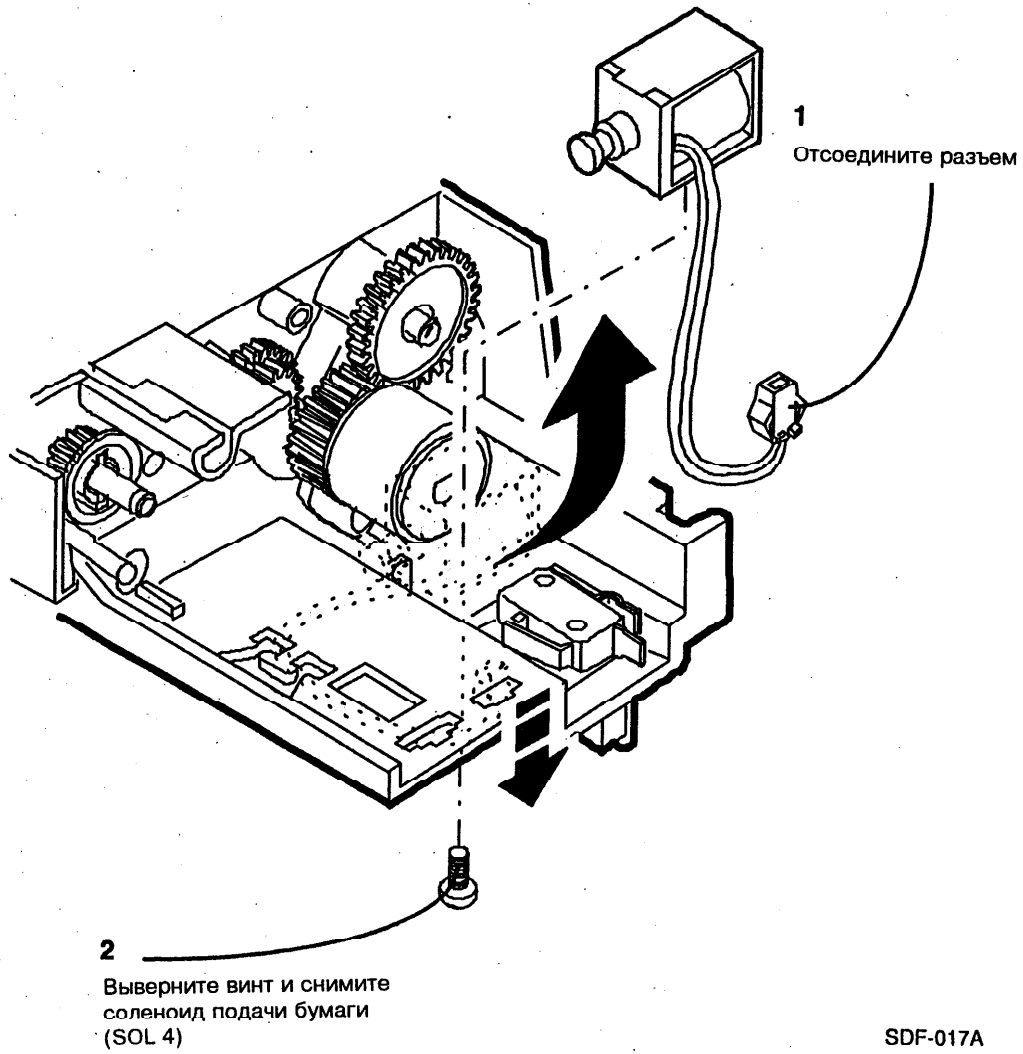

Рис. 1. Снятие соленоида подачи бумаги (SOL4)
2. (Рис. 1): Снимите соленоид подачи бумаги (SOL4)